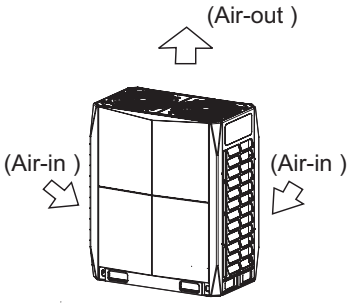
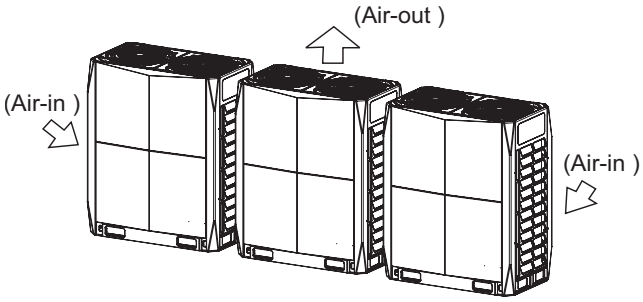

Fig. 3 —Single Unit Installation
Fig. 4 —Multiple or Parallel Unit Installation
Step 2 — Position the Unit — Units are recommended for outdoor use. For single unit installation, see Fig. 3. For multiple or parallel unit installation, see Fig. 4. Unit should be mounted on concrete and fastened to anchor bolts to prevent unit from tipping. Units installed in areas that are exposed to ambient temperatures below freezing (32°F) should be installed on a snow/ice stand as defined by local codes.